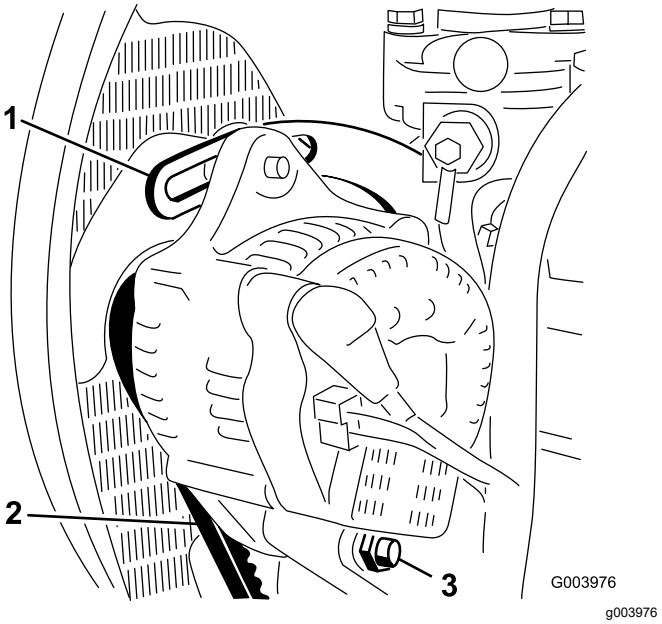

Figuur 116
3. Controleer de spanning van de riem van de wisselstroomdynamo door deze (Figuur 116) midden tussen de poelies van de wisselstroomdynamo en de krukas in te drukken met een kracht van 10 kg.
4. Draai de bout los waarmee de wisselstroomdynamo aan de beugel en de scharnierbout van de wisselstroomdynamo is bevestigd (Figuur 116).